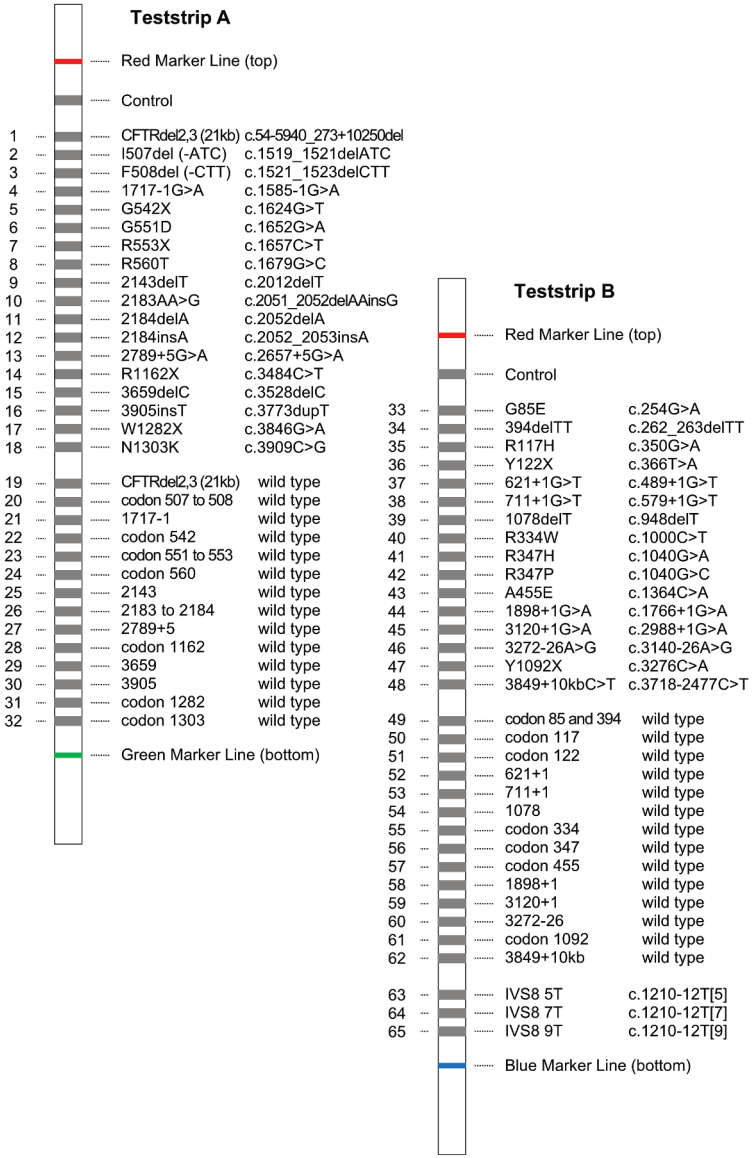

Fig. 1: Teststrip Design
The CF StripAssay® is based on polymerase chain reaction (PCR) and reverse-hybridization. The procedure includes three steps: (1) DNA isolation, (2) PCR amplification using biotinylated primers, (3) hybridization of amplification products to a Teststrip containing allele-specific oligonucleotide probes immobilized as an array of parallel lines (Fig. 1). Bound biotinylated sequences are detected using streptavidin-alkaline phosphatase and color substrates.